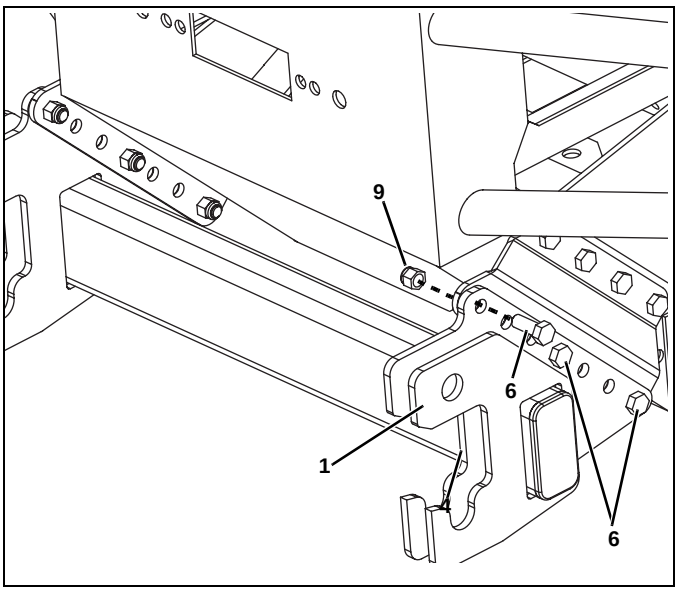

Figure 8
13. Attach the UTV Mount (#1) to the Driver and Passenger Mounting Brackets (#4 & 5) with (6) 3/8”-16 x 1” Cap Screws (#6) and (6) 3/8”-16 Nylock Nuts (#9). Three on each side. (See Figure 8.)